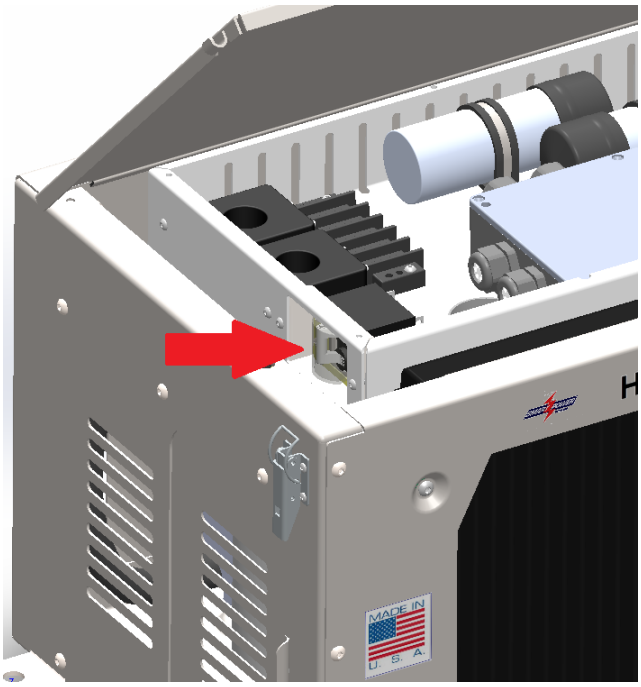

Figure 9 – Main Power Breaker
a. Turn off the generator's main power breaker. Refer to Figure 9 for the breaker location on the electrical enclosure, below.